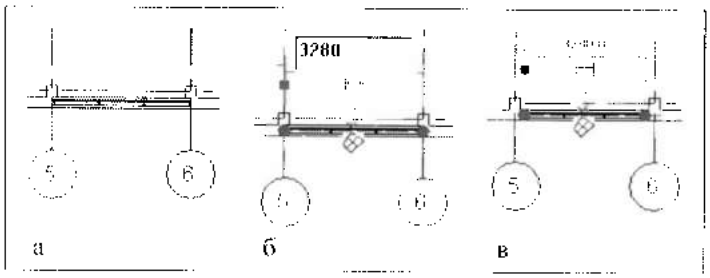

Рис. 21.15. *Создание навесной стены, встроенной в южную стену*
4. Сформировать навесную стену (рис. 21.15):